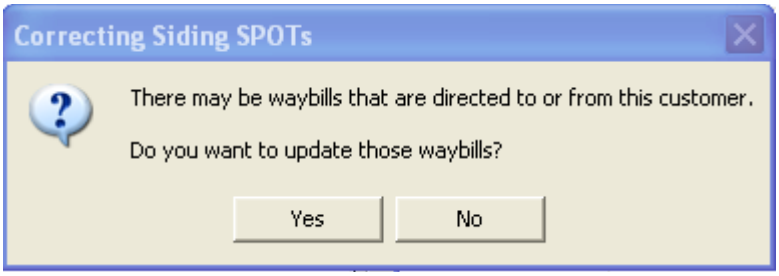

Figure 6-7
e. You may get the message shown in Figure 6-7.